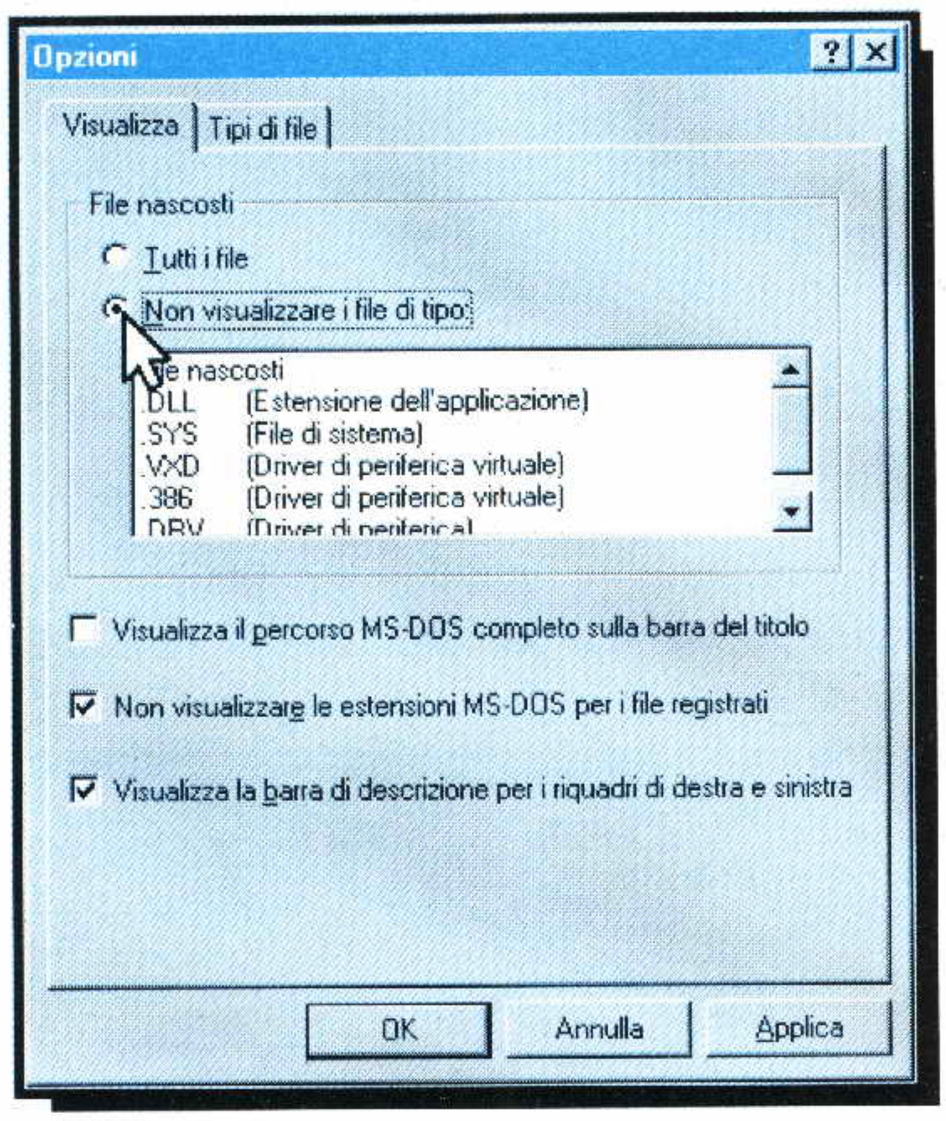

Fig. 12
– Sulla barra dei menu posta in alto cliccate su **Visualizza** e dal menu che appare scegliete la scritta **Opzioni** e cliccate nuovamente. Nella finestra che appare cliccate sul **cerchietto** posto a sinistra della scritta **Non visualizzare i file tipo** (vedi fig.12) in modo che appaia un **punto**. Per chiudere questa finestra cliccate su **OK**.